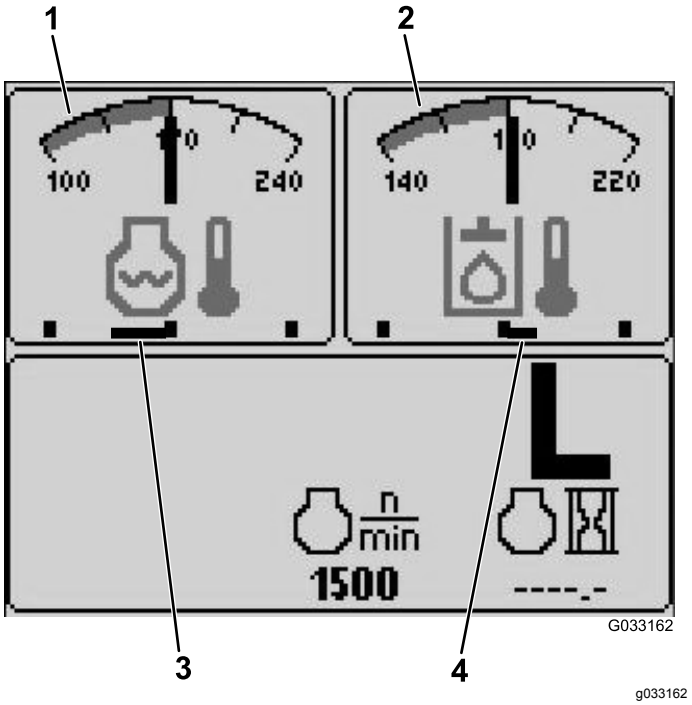

**Figur 18**
- Indikator for hydraulikvæsketemperatur og ventilator – øverste højre skærm (Figur 18)
**Bemærk:** I eksempel Figur 18, kører hydraulikvæskens ventilatorer med 25 % hastighed i fremadgående retning.
- Indikator for motorkølevæsketemperatur og ventilator – øverste venstre skærm (Figur 18)
**Bemærk:** I eksempel Figur 18, kører motorkølevæskens ventilatorer med 50 % hastighed i tilbagegående retning.
Ventilatorretningen angives også på skærmen for motorkølevæsketemperatur og skærmen for hydraulikvæsketemperatur. Hvis bjælken er til højre for midtermærket, kører ventilatorerne i fremadgående retning. Hvis bjælken er til venstre for midtermærket, kører ventilatorerne i tilbagegående retning (Figur 18).
Denne visning angiver hydraulikvæsketemperaturen og ventilatorstatussen (Figur 18).
Denne visning angiver motorkølevæsketemperaturen og ventilatorstatussen (Figur 18).